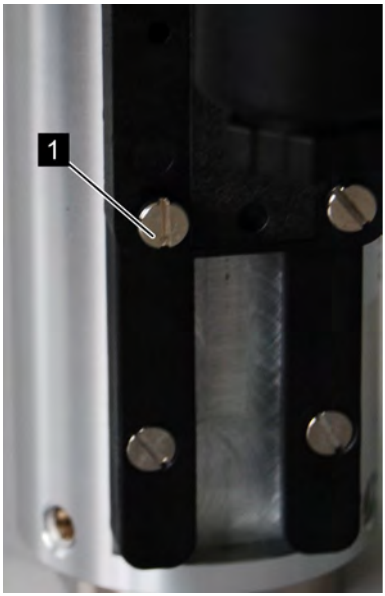

Abb. 33: Feststellschrauben lösen
2. Die Feststellschrauben des Schaltkontaktes (Abb. 33/1) mit einem Schlitzschraubendreher lösen
6. Feststellschrauben des Schaltkontaktes (Abb. 33/1) mit einem Schlitzschraubendreher wieder anziehen. Dabei Schrauben-Anziehdrehmoment beachten.